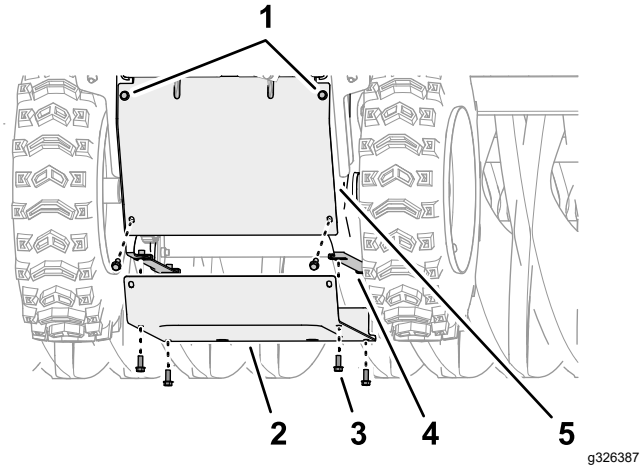

**Figure 47**
5. À l'arrière de la machine, desserrez les 2 vis à embase supérieures (1/4" x 5/8") qui fixent le couvercle arrière sur la machine (Figure 47).
6. Retirez les 6 vis à embase (1/4" x 5/8") qui fixent le couvercle inférieur sur la machine, et déposez le couvercle (Figure 47).